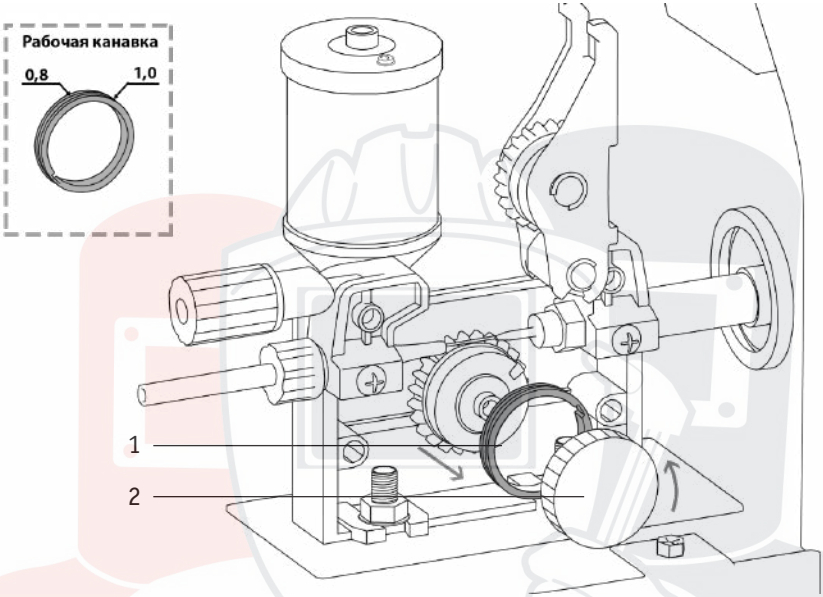

Рис. 8.5.3. Порядок смены подающего ролика.
**3.** Установите необходимую канавку в зависимости от диаметра сварочной проволоки ролик (См. рис. 8.5.3).